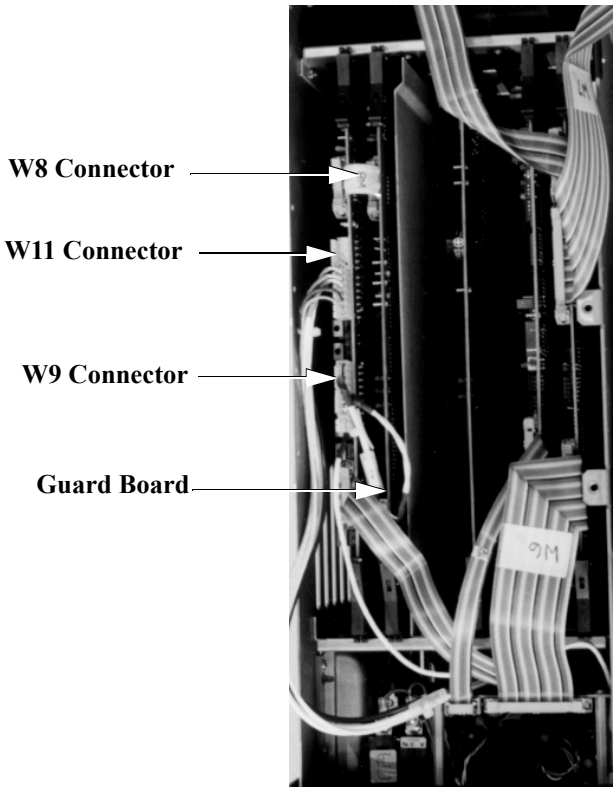

Figure 4.39 Guard Board
Note the location of the Guard Board in Figure 4.24 on page 4-49 and in Figure 4.39 below. Take the following steps to replace it:
1. If it has not already been done, remove the card cage cover. See ”Removing the Card Cage Cover” on page 4-48. The Guard Board will be visible as in Figure 4.39.